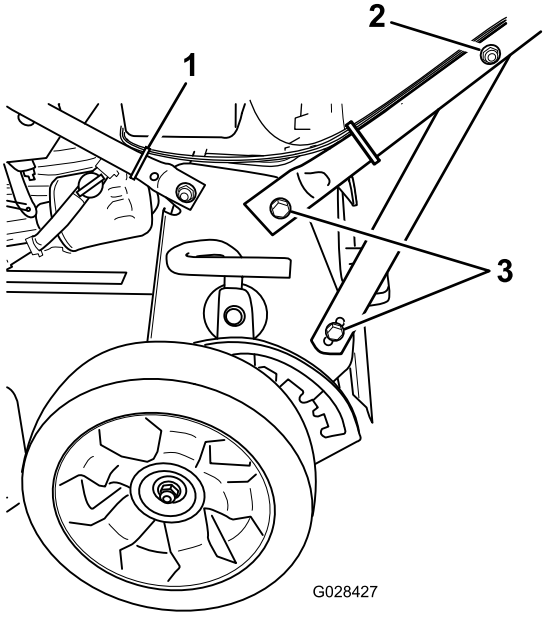

Rysunek 5
4. Dokręć elementy mocujące uchwyt po obu stronach maszyny widoczne na Rysunek 5.
2. Nakrętka na wsporniku uchwytu (2)
3. Śruba (4)
5. Załóż opaskę kablową, aby zamocować linki do dolnego uchwytu w miejscu pokazanym na Rysunek 5, a następnie odetnij zbędną część opaski.